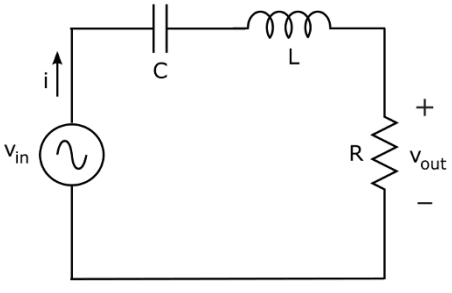

Figura 8-7: Un circuito RLC tiene una frecuencia resonante, en la que fluye la corriente máxima.
Observe el circuito RLC en la Figura 8-7. Ahora imagine qué sucede con la corriente, *i*, que fluye a través del circuito a medida que varía la frecuencia de la señal de entrada, *v*. Debido a que el capacitor bloquea la CC y permite que fluya cada vez más corriente alterna (CA) a medida que aumenta la frecuencia, la entrada de baja frecuencia